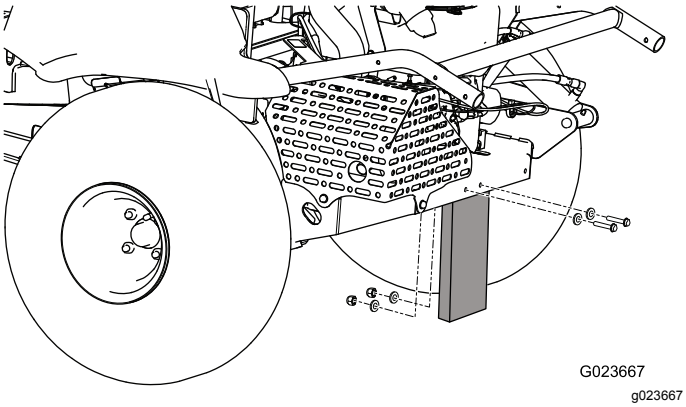

**Рисунок 3**
2. Удалите гайки, болты и шайбы, которые крепят транспортировочный кожух к задней части машины (Рисунок 3).